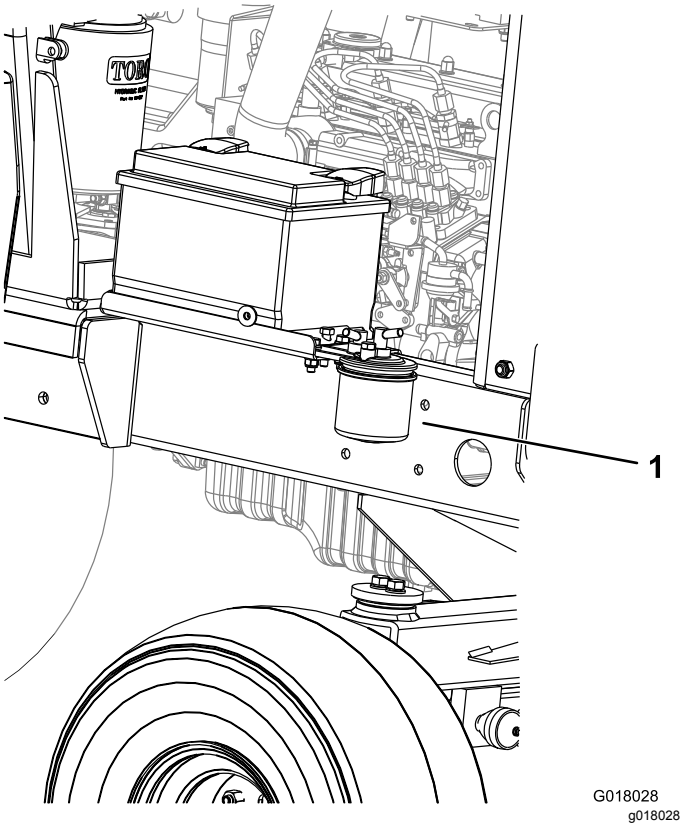

Figur 47
1. Anbring en ren beholder under brændstoffilterskålen (Figur 47).